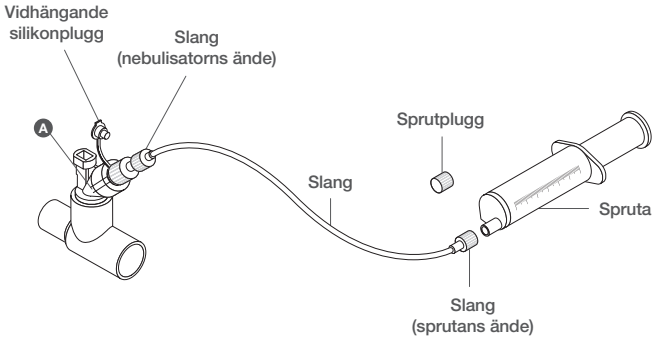

Figur 5. Slangset för kontinuerlig nebulisering
7. För in den läkemedelsfyllda sprutan i sprutinfusionspumpen (pumpen visas inte i figur 5).